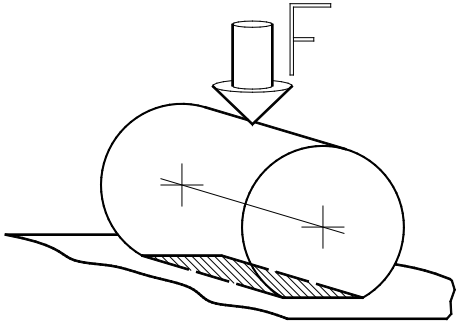

Fig. 1.6
b) A roller lying on a flat surface makes contact in a line. This is termed "**line contact**" (fig 1.6).